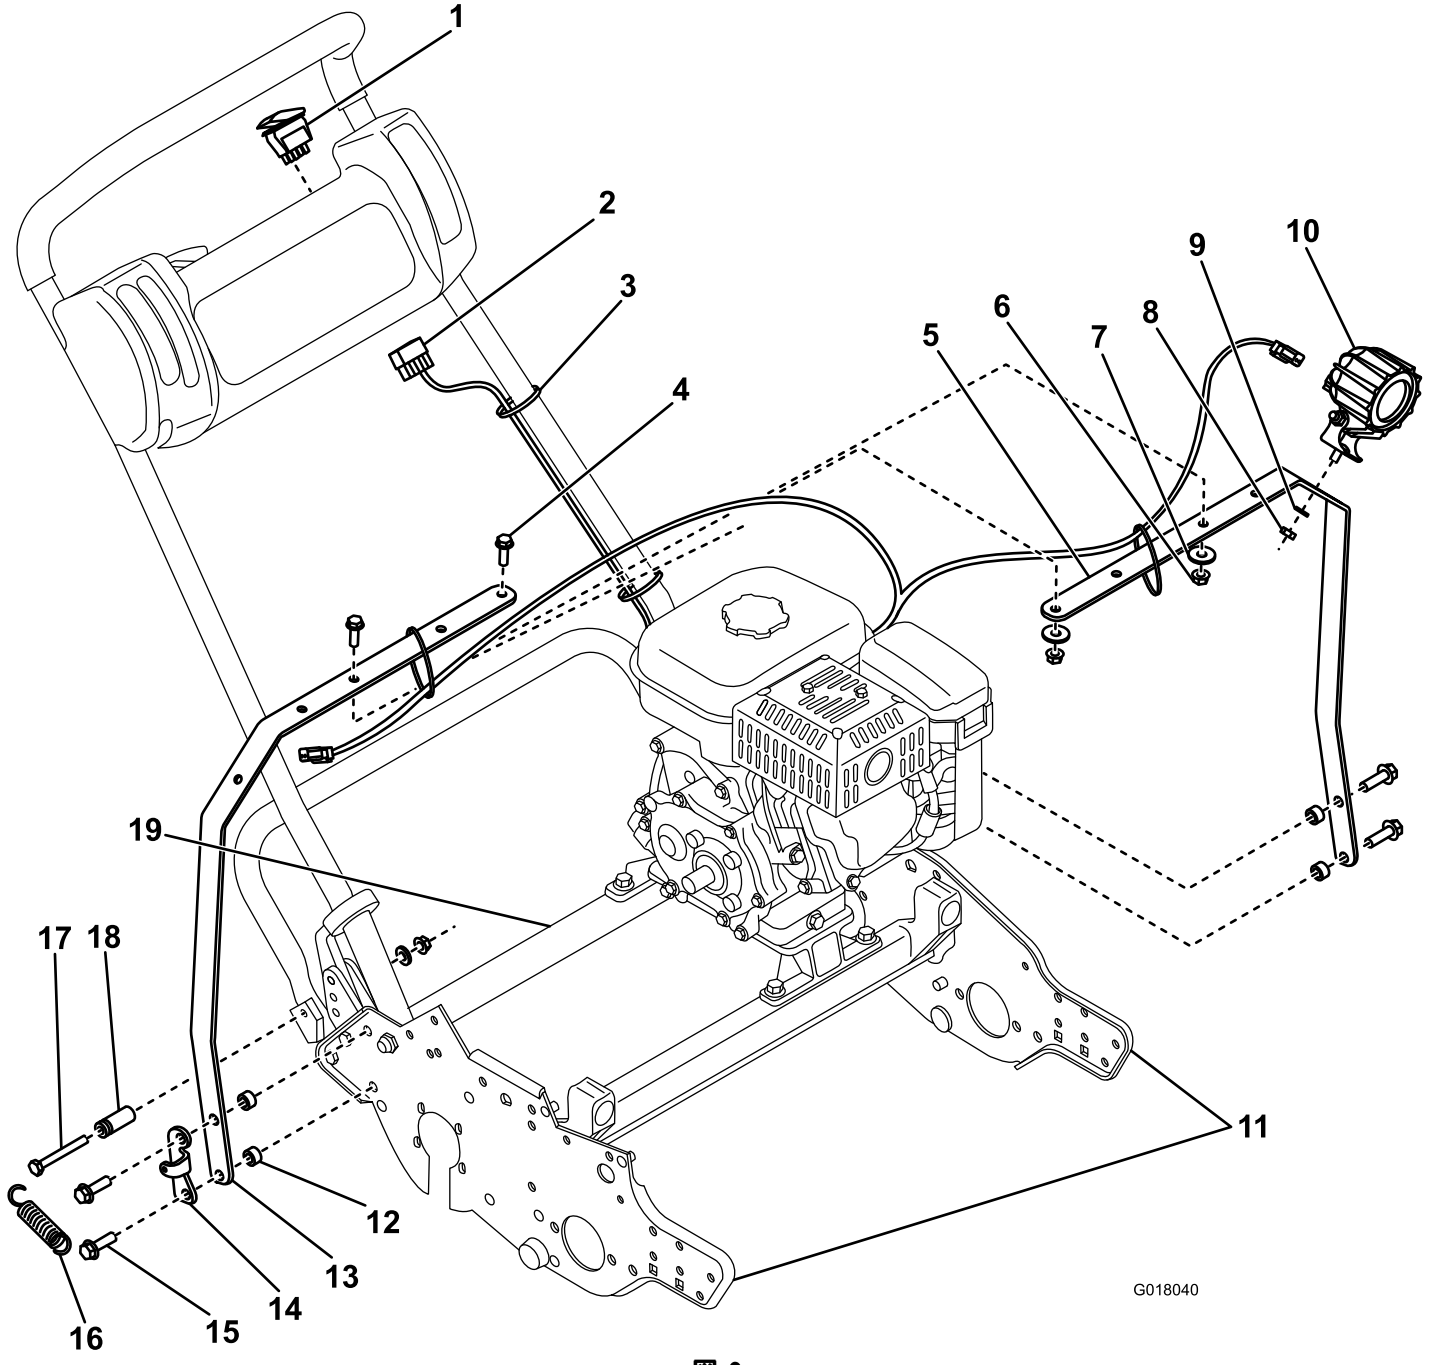

図 2
2. 右サイドプレートを後クロス部材とスプリングブラケットに固定しているボルト2本（3/8 インチ）を外す（図 2）。
3. 右バーと先ほど取り外したスプリングブラケットを機体に取り付ける；スペーサ 2 個とボルト（3/8 x 1-1/4 インチ）2本を使用する（図 2）。
4. 左サイドプレートを後クロス部材に固定しているボルト2本（3/8 インチ）を外す（図 2）。
7. LEDライトをバーに取り付け、ライトについている金具を使ってそれぞれを固定する（図 2）。
8. ライトにワイヤハーネスを接続する（図 2）；長い方の端部を右側のライトに接続する。
9. コントロールパネルのキャビティプラグを打ち抜いてスイッチを取り付け、ライトのワイヤハーネスをスイッチに接続する（図 2）。
10. ワイヤハーネスのパワーコネクタを、エンジンのブロアハウジングから出ているメスの弾丸型コネクタの青色ワイヤに接続する（図 2）。
11. ワイヤハーネスをケーブルタイで固定し（図 2）、余った部分はコントロールパネルの下に折り込む。
12. 古いスプリングリテーナを外し、新しいスプリングリテーナを取り付ける；ボルト1本（5/16 x 2-3/4 インチ）を使用する（図 2）。先ほど外したスプリングを取り付ける。